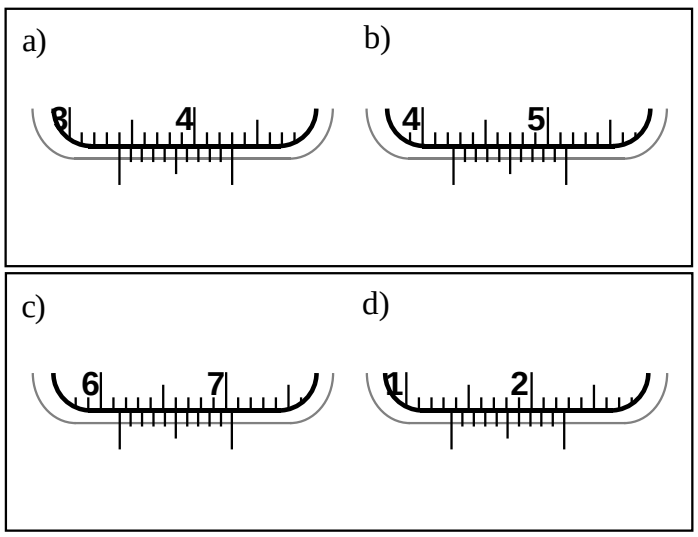

Figure 4: Test cases
D. In the four examples of Fig. 4 determine the actual reading.